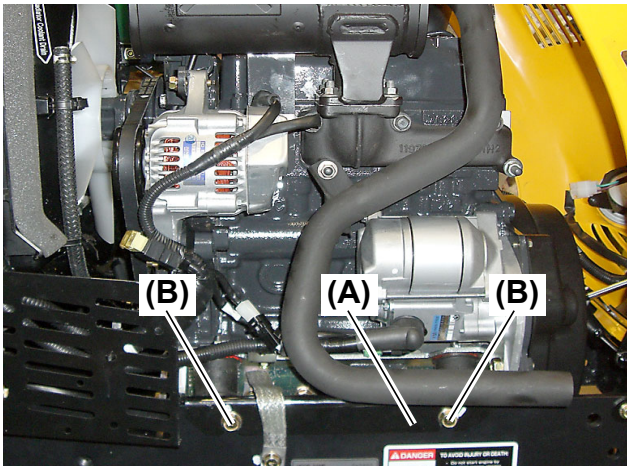

Fig. 21
31. Remove the two (2) M10 × 20 mm (L: 0.8 in.) bolts **(Fig. 21, 22, 23, (B))** that secure the mount stay **(Fig. 21, 22, 23, (A))** to the main frame on the left side.
33. Remove the two (2) M10 × 20 mm (L: 0.8 in.) bolts **(Fig. 21, 22, 23, (B))** from that secure the mount stay **(Fig. 21, 22, 23, (A))** to the main frame on the right side.